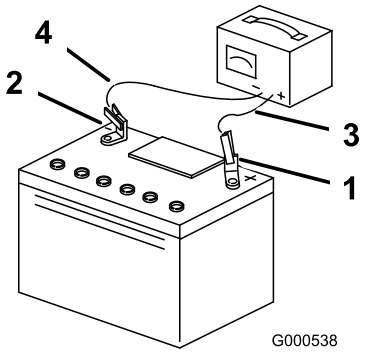

Bild 44
4. Wenn die Batterie voll geladen ist, ziehen Sie den Stecker des Ladegeräts aus der Steckdose. Klemmen Sie dann die Klemmen des Ladegeräts von den Batteriepolen ab (Bild 44).